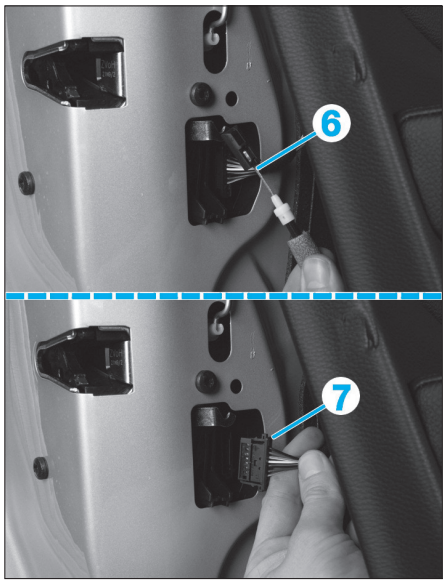

Fig. 62
• Au niveau de serrure de la porte, déloger le câble Bowden (6) puis débrancher le connecteur (7) **(Fig.62)**.